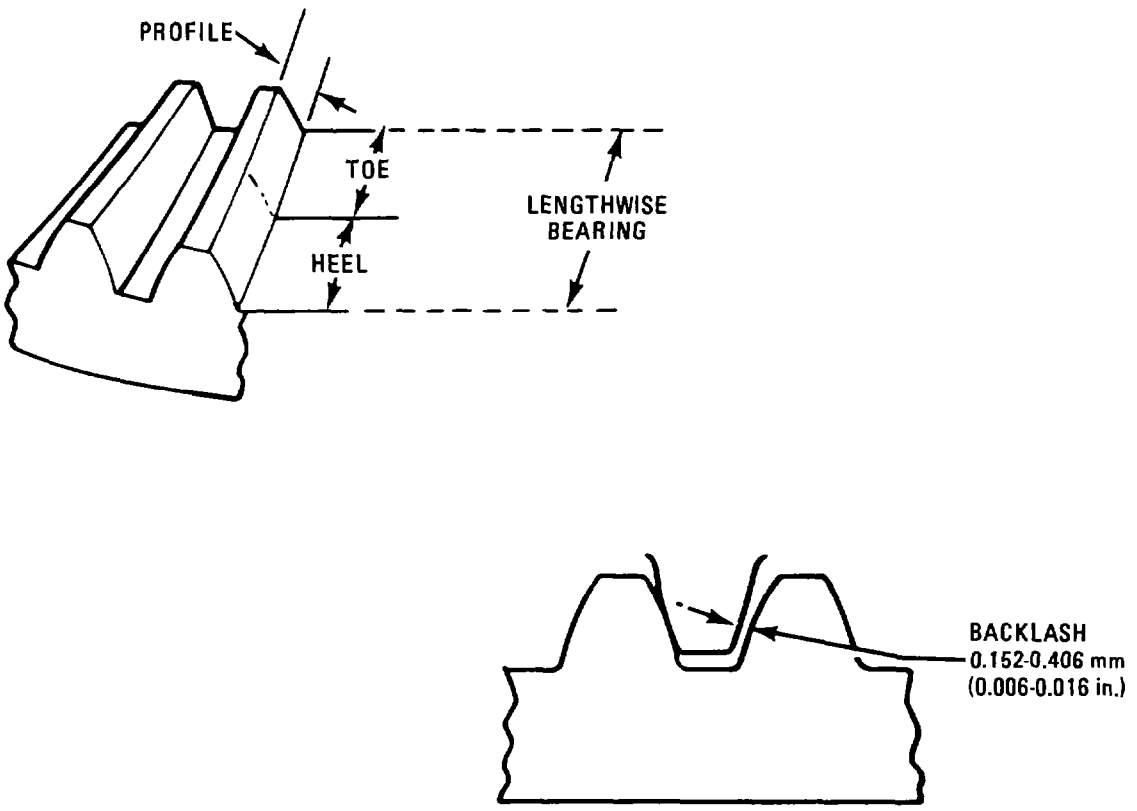

Fig. 363 — Crownwheel Tooth Nomenclature
a. Tooth contact pattern consists of lengthwise bearing and profile bearing. The lengthwise bearing is the bearing along the crownwheel tooth while the profile bearing is the bearing up and down the tooth. Refer to fig. 363. In determining correct crownwheel tooth contact, these two types of bearing must be considered separately to obtain the proper results in combination.